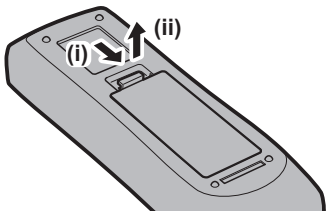

Fig. 1
1) Ouvrez le couvercle. (Fig. 1)